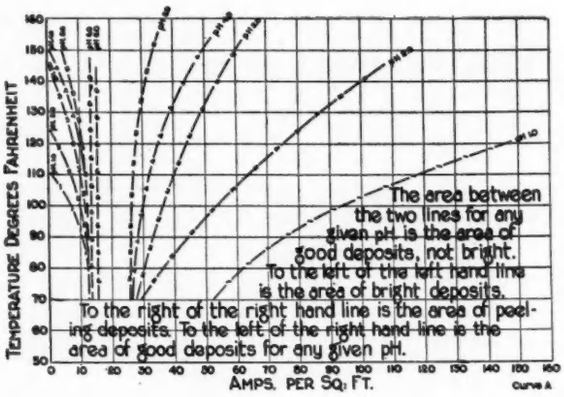

Fig. 1—Relation of temperature and current to good nickel deposits at varying values of pH + +
1. **Increase in plating range.** Possible to use higher density without peeling or cracking at edges. Thicker plate within permissible time limits. See Figs. 1 and 2. These curves may be used when a short plating time is used.
7. **For bright nickel plating,** a low pH bath gives best results at low temperatures, while high pH bath can be operated over a wider temperature range. Shown by Figs. 1 and 2.